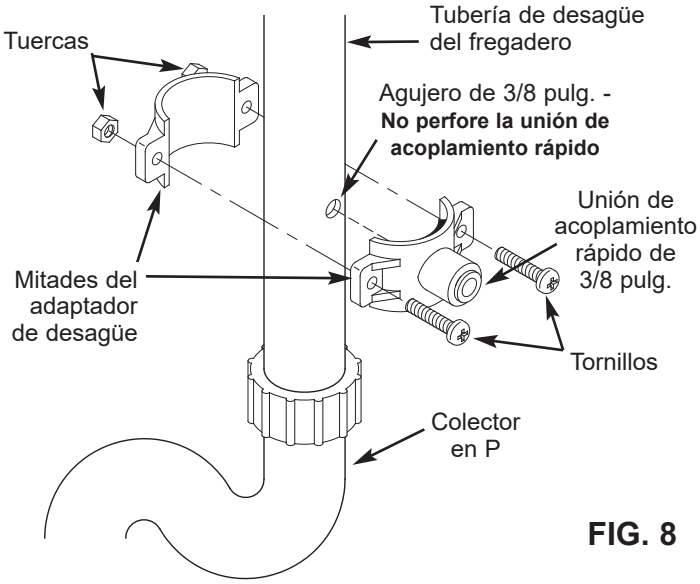

FIG. 8
1. Pruebe el ajuste de las dos mitades del adaptador de desagüe sobre la tubería de desagüe del fregadero, aproximadamente 6 pulg. (15 cm) arriba del colector en P (vea la Fig. 8). Compruebe que la unión de acoplamiento rápido quede orientada hacia el grifo de ósmosis inversa (vea la Fig. 9).
2. Utilice el orificio de la unión de desagüe como guía y marque la tubería donde se perforará un agujero de 3/8 pulg. (vea la Fig. 8), y retire el adaptador de desagüe de la tubería.